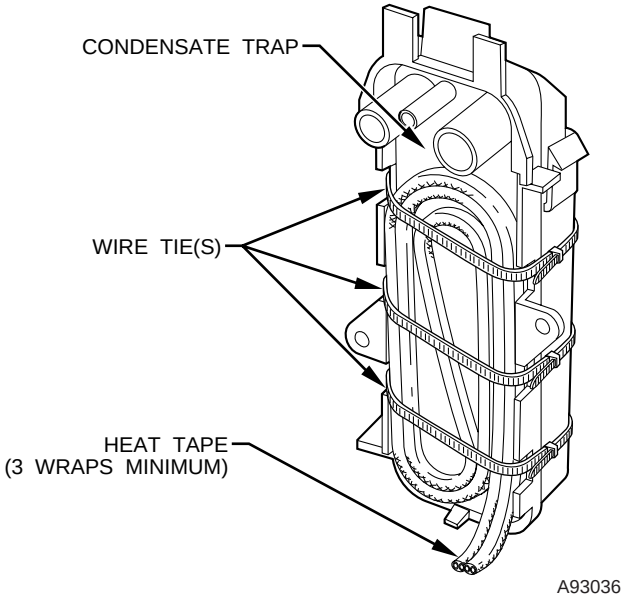

**Fig. 49—Condensate Trap Heat Tape**
2. Locate heat tape between sides of condensate trap back. (See Fig. 49.)
3. Use wire ties to secure heat tape in place. Wire ties can be positioned in notches of condensate trap sides. (See Fig. 49.)